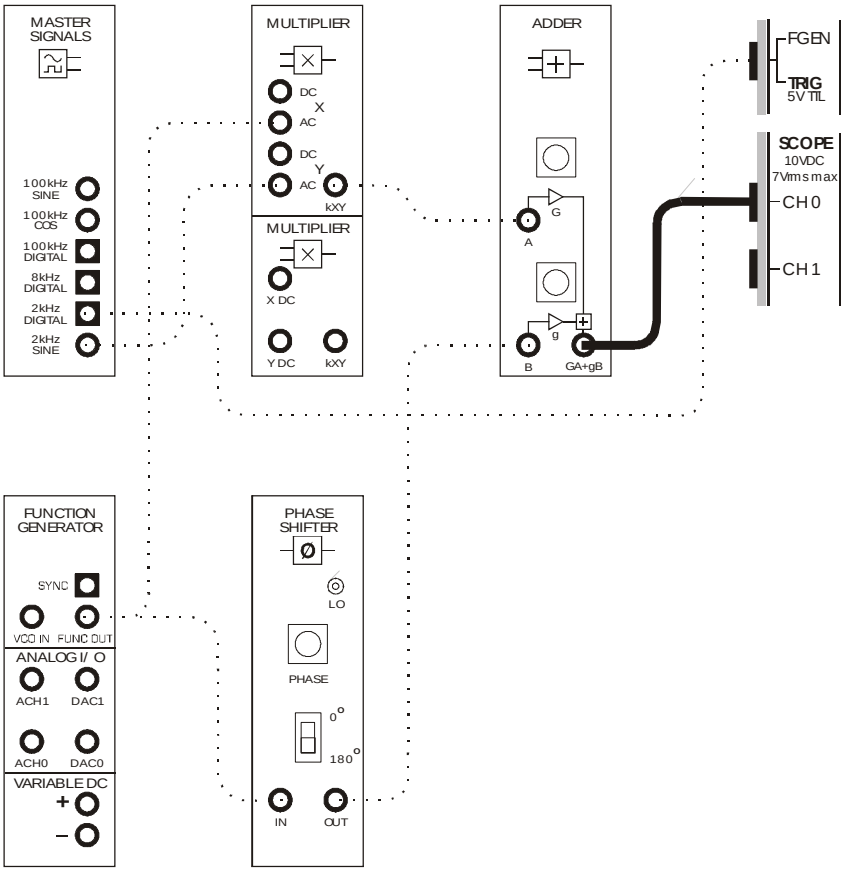
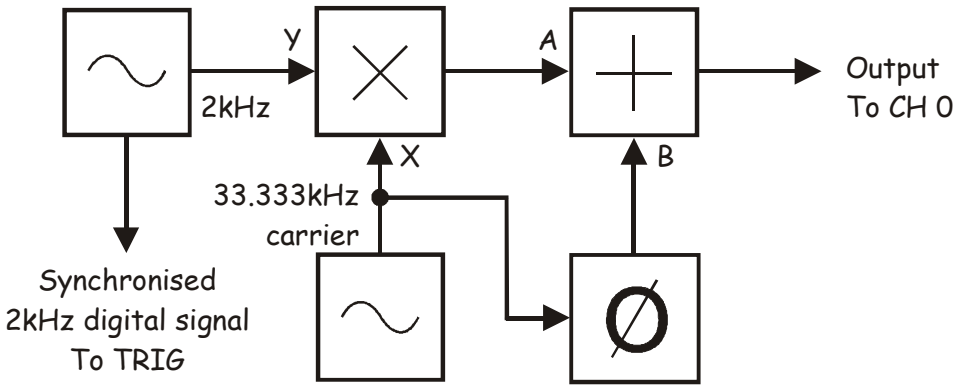

Figure 5
Figure 6
19. Modify the scope's connection to the set-up as shown in Figure 5 below.
The scope's new connection to the set-up in Figure 5 is shown in Figure 6 below. The scope's Channel 1 input has been removed and its Channel 0 input is connected to the Adder module's output in preparation for the next set of adjustments.